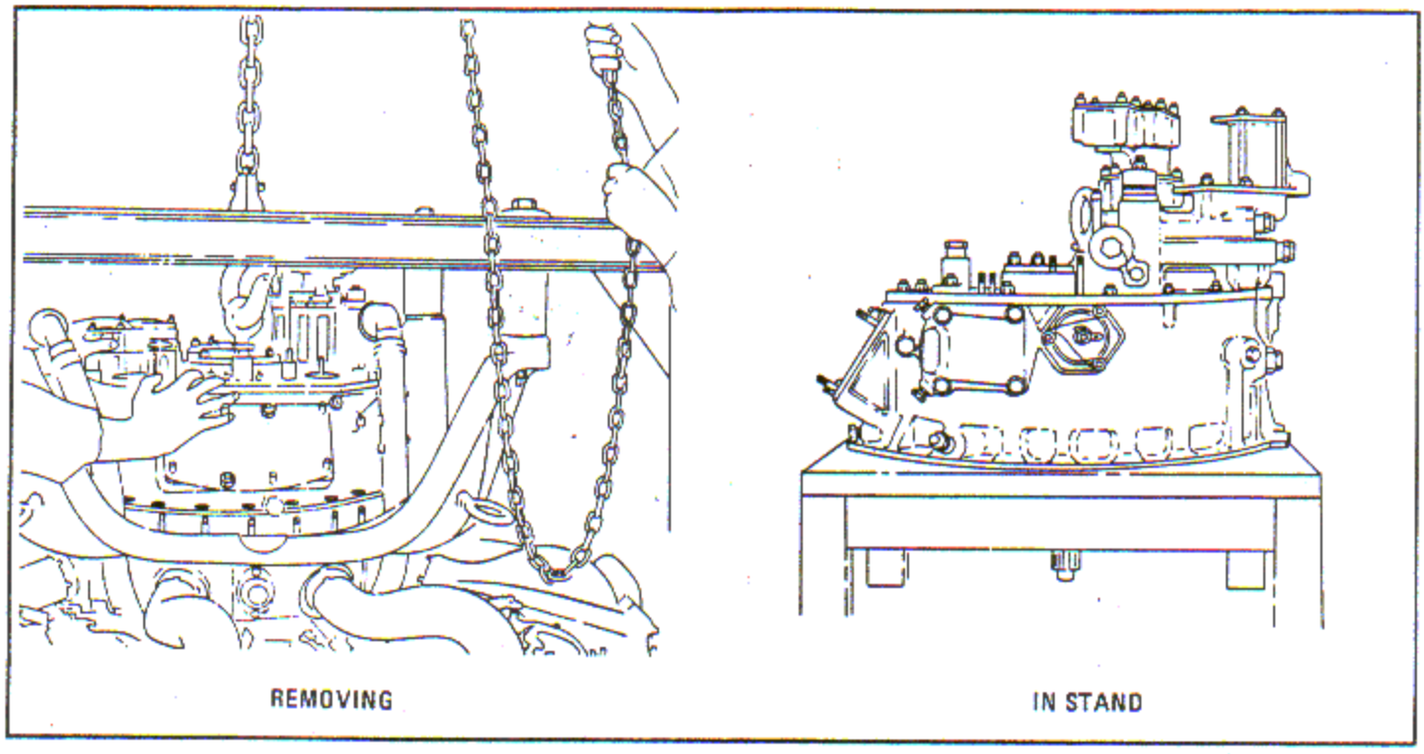

Figure 4-4. Removing Supercharger Rear Section and Placing in Disassembly Stand
e. Raise the rear section. See figure 4-4. One man should operate the hoist while a second man guides the rear section from the engine and through the stand.